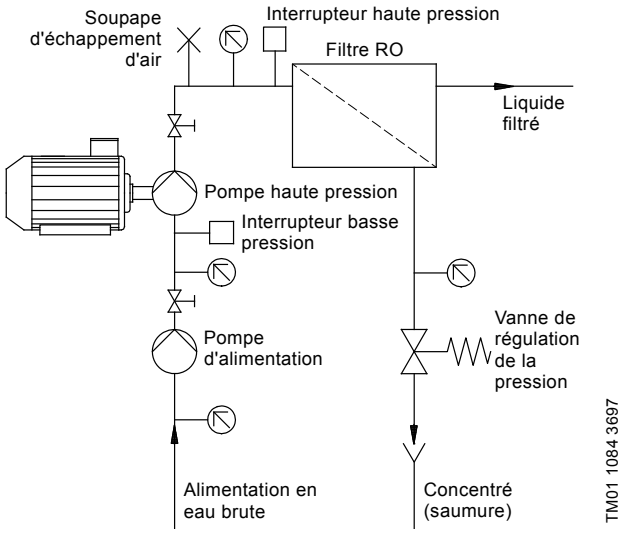

Fig. 11 Système de surpression BME
6. la tuyauterie en fonction des schémas, voir figs 11 et 12.
3. Continuer le remplissage jusqu'à ce que du liquide s'écoule de la soupape d'échappement d'air, voir figs 11 et 12.